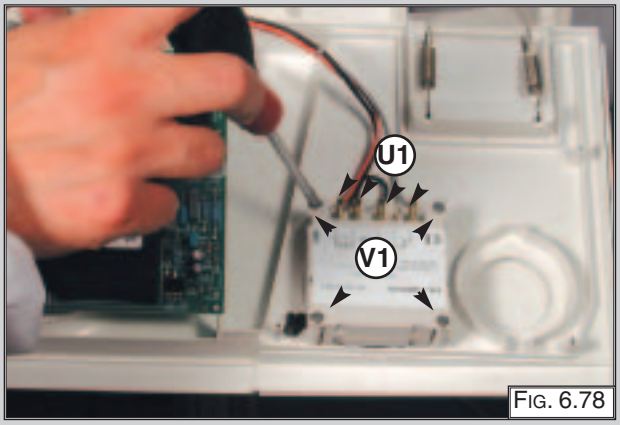

FIG. 6.78
1. Disconnect the electrical connections “U1” from the clock (FIG. 6.78);
2. Remove screws “V1” (FIG. 6.78);